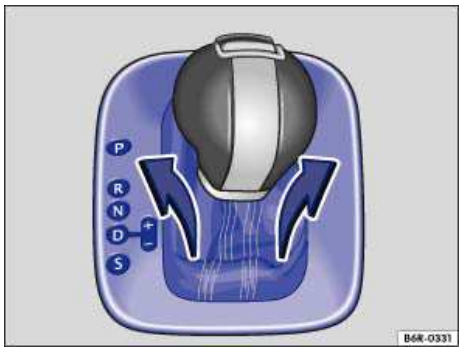

Fig. 159 Removing the selector gate cover.
- Pull upward on the cover around the selector lever sleeve ⇒ fig. 159.